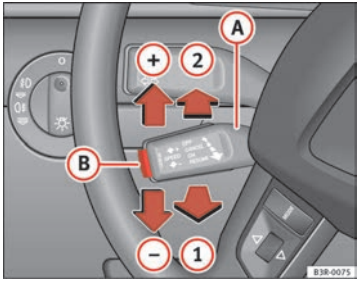

Fig. 151 Controls for the cruise control system
– Pull the lever (A) to position ⇒ fig. 151 (1) to enable the system.
– Briefly press button (B).
– Move the lever (A) up towards ⇒ fig. 151 (+).
– Move the lever (A) down towards ⇒ fig. 151 (-).
– You can increase the set speed in steps of 2 km/h by briefly pressing the lever (A) up towards ⇒ fig. 151 (+).
– You can decrease the set speed in steps of 2 km/h by briefly pressing the lever (A) down towards ⇒ fig. 151 (-).
If no speed was stored when the system was temporarily disabled, a new speed can be set as follows: drive at the desired cruising speed and briefly press button ⇒ page 179, fig. 151 (B) (SET).
– Move lever (A) ⇒ page 179, fig. 151 to position (2) (click stop engaged).